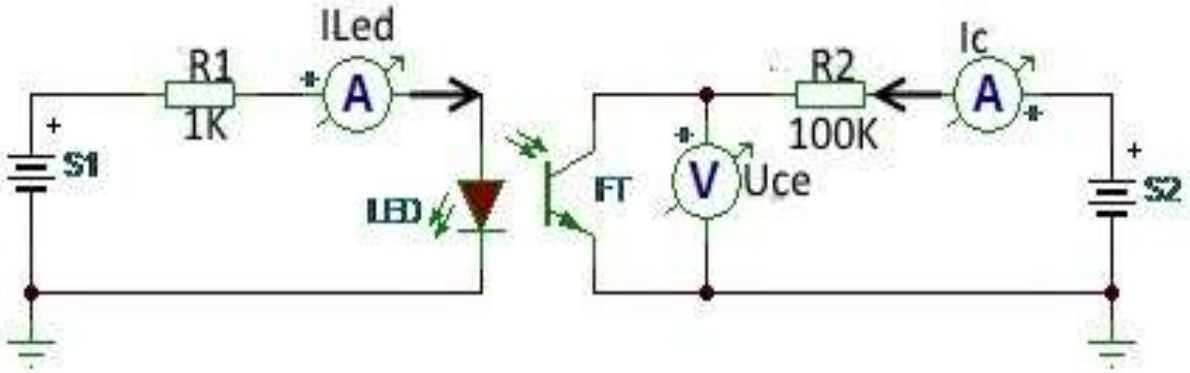

Figura 8.20 Circuit pentru trasarea caracteristicii statice a unui fototranzistor
1. Se realizează practic montajul din **figura 8.20**;